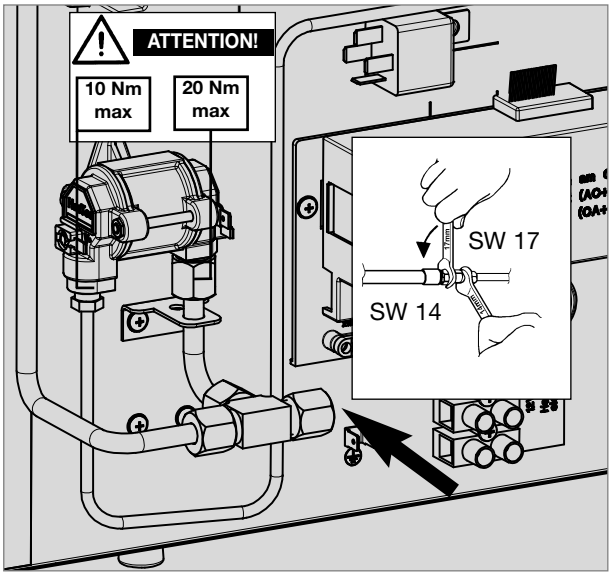

Fig. 38
- **Le raccordement à l'appareil s'effectue à l'aide d'un raccord à bague coupante (raccord Erméto) conforme à la norme L8, DIN 2353-ST selon la EN 1949 (voir fig. 38).**